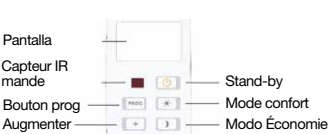

Fig. 13
4. S'il est en mode "Stand-by" (Fig. 15), appuyez sur la touche "Stand-by" pour connecter l'appareil (Figure 13). L'émetteur s'allume et le symbole du "mode de fonctionnement" sélectionné la fois précédente appa- raît à l'écran. De même, la température approximati- ve de la pièce apparaîtra.
L'émetteur s'autobloquera si vous n'appuyez sur aucu- ne touche pendant [illegible] secondes. Ce mode fonctionne aussi bien en mode manuel qu'en mode automatique. Pour débloquer l'émetteur appuyez pendant 3 secon- des sur las touches "+" et "-" dans le panneau de commandes (Figure 13) ou sur la télécommande. **Remarque :** Après avoir débloqué le clavier, pendant 3 secondes, la température sélectionnée apparaît et ºC clignote.
a) Appuyez sur le bouton Mode Confort (Figure 13).
a) Appuyez sur le bouton Mode Économie d'énergie (Figure 13).
a) Appuyez sur le bouton Mode anti-gel (Figure 13).
Pour débrancher l'appareil, appuyez sur la touche "Stand-by" (Fig. 13). Pour éteindre l'appareil, appuyez sur l'interrupteur ON/OFF situé dans la partie postérieure de l'émetteur.